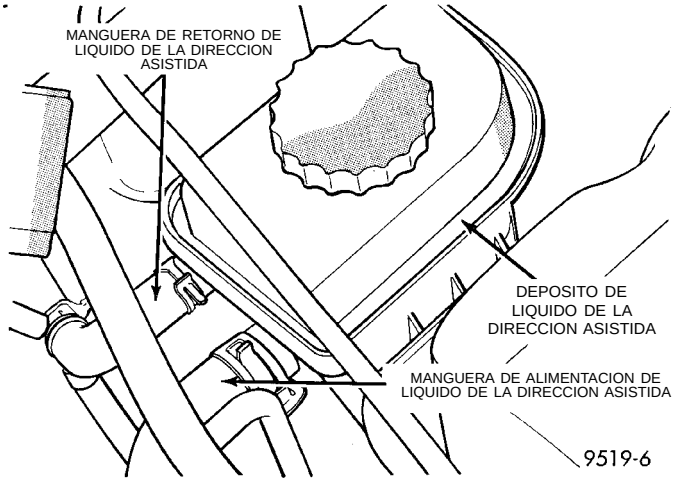

Fig. 19 Manguera de alimentación de líquido de dirección asistida en el depósito
(1) Retire la abrazadera de manguera que fija la manguera de alimentación de líquido de dirección asistida al depósito de la dirección asistida (Fig. 19).
(2) Instale la manguera de alimentación de líquido de dirección asistida en la conexión del depósito del líquido. Instale la abrazadera de manguera en la manguera de alimentación de líquido de dirección asistida, en el depósito del líquido (Fig. 19). **Asegúrese de que la abrazadera de manguera se instale más allá del reborde remachado del depósito de líquido de dirección asistida.**